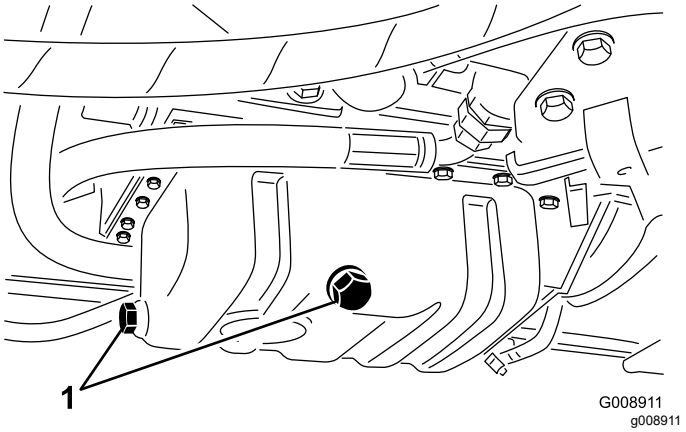

Рисунок 61
1. Снимите маслосливную пробку (Рисунок 61) и дайте маслу стечь в сливной поддон.